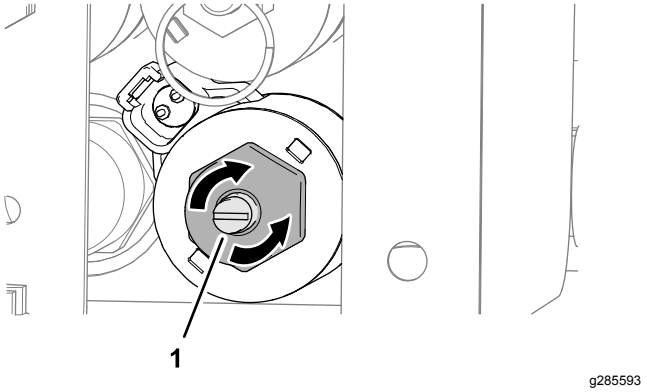

Figur 32
1. Roter sekskantskruen på ventiloverstyringen med klokken for å øke gulvhastigheten (Figur 32).